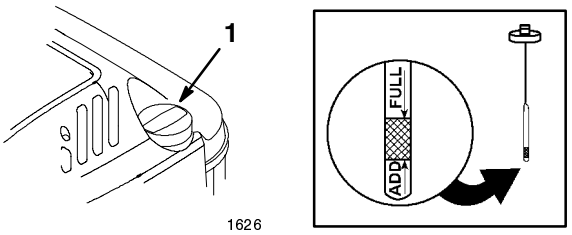

**Figure 8**
Before each use, make sure that the oil level is between the *Add* and the *Full* marks on the dipstick (Fig. 8).
**2.** Clean around the dipstick (Fig. 8).
**6.** Read the oil level on the dipstick (Fig. 8).